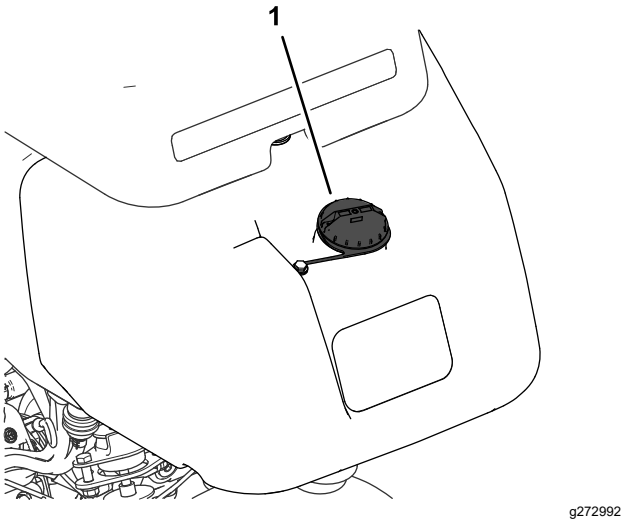

Figur 23
1. Rengjør rundt og ta av lokket på drivstofftanken (Figur 23).